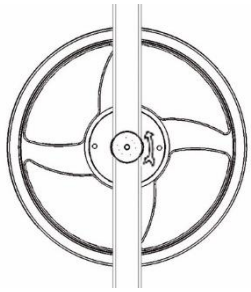

fig.30
- check that the protection devices (fuses, magnetothermic switches) are correctly sized, and that the phases are connected in the correct order: check that the fan rotates in the direction of the arrow shown on the driven pulley (see fig.30).